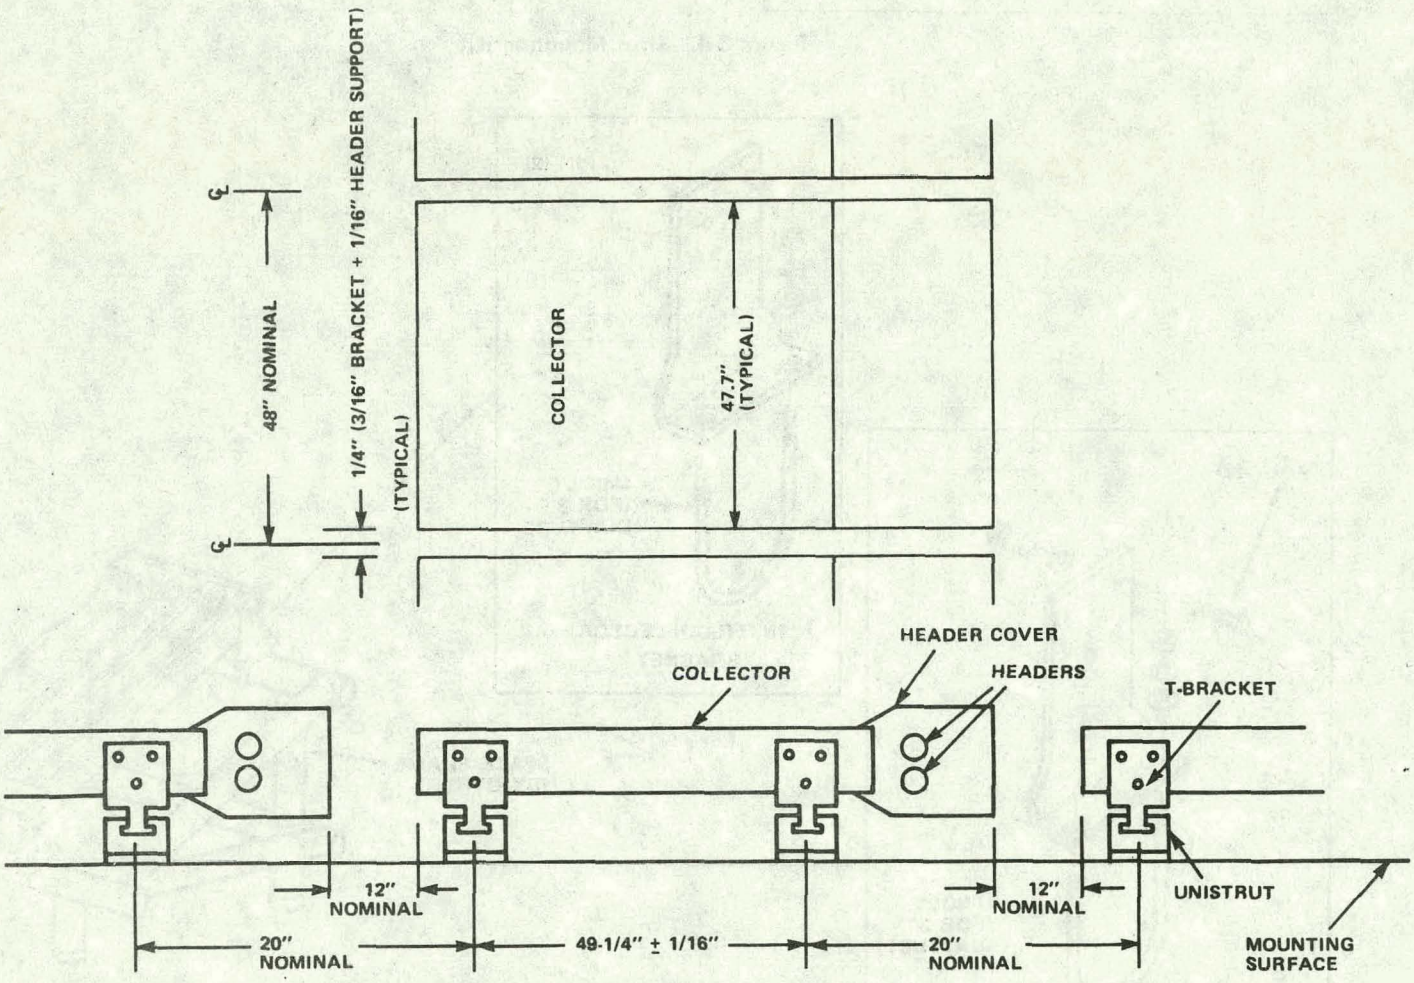
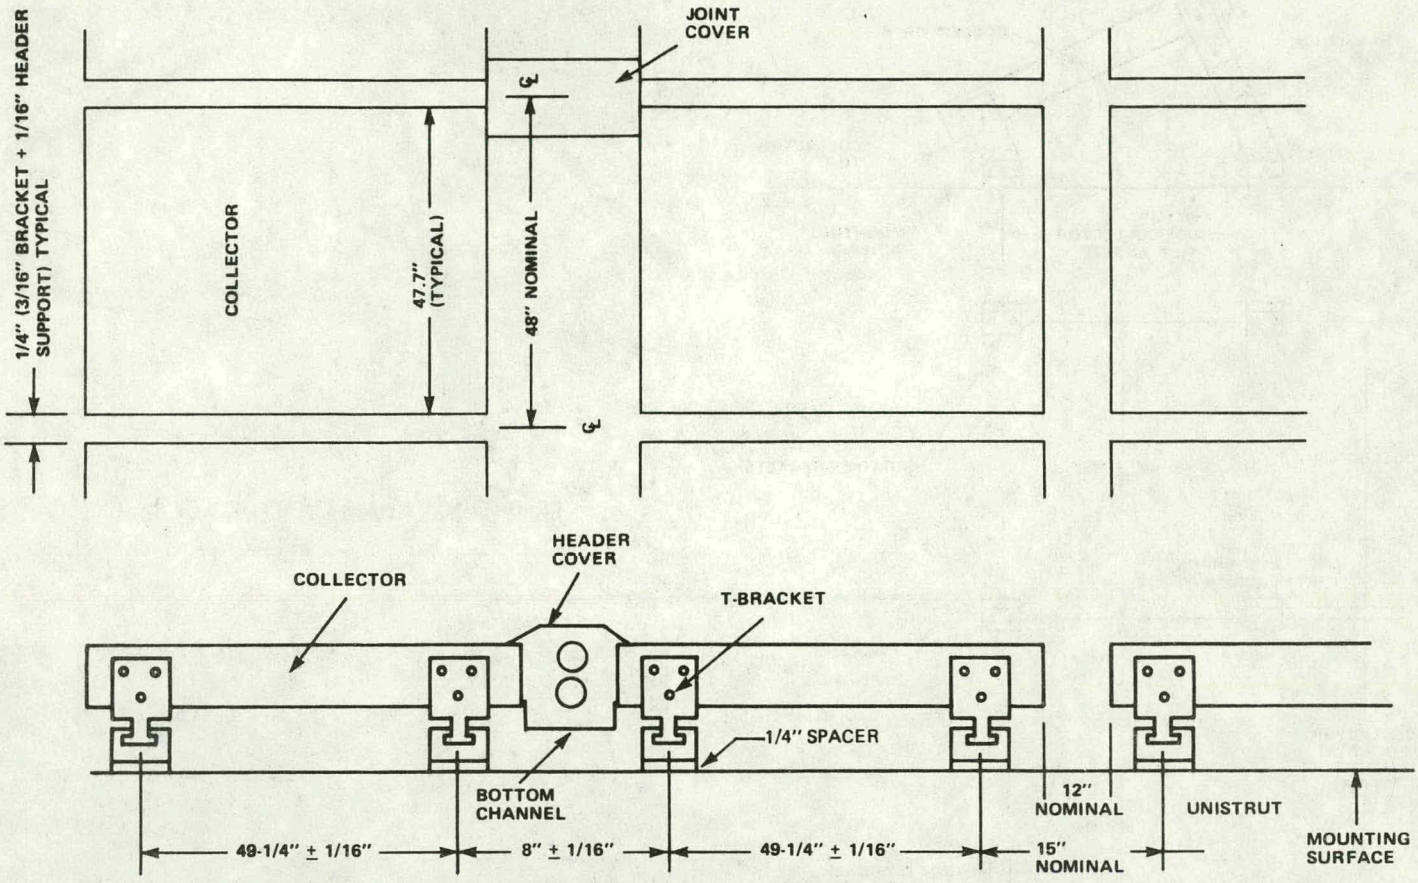
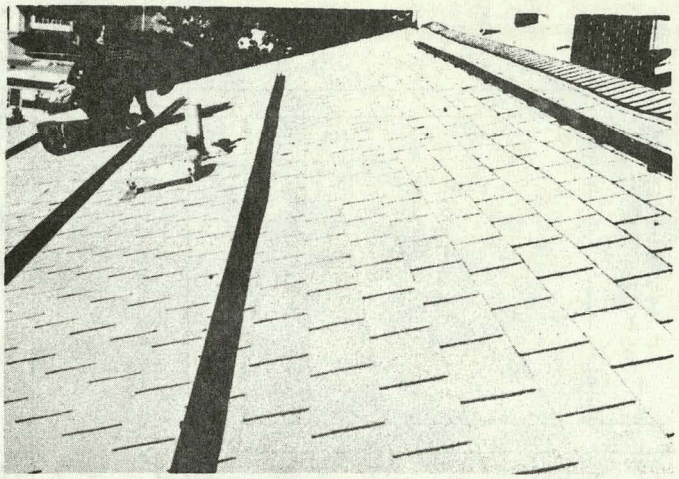
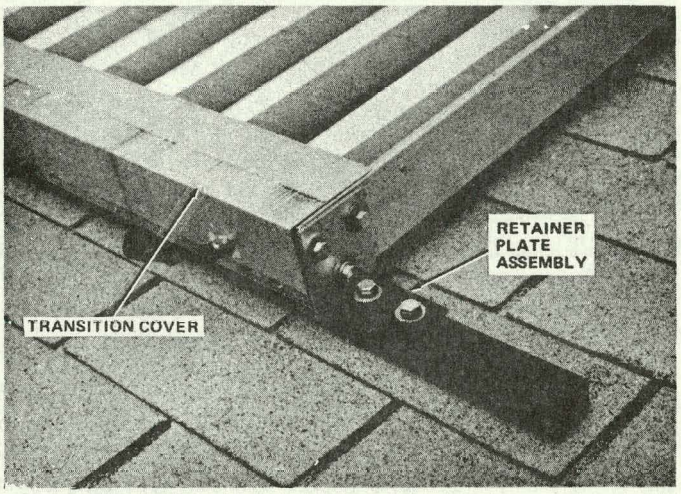

Figure 3-6. UNISTRUT Spacing (Single Mounted Collector) For Direct Mounting
Figure 3-7. UNISTRUT Spacing (Dual-Mounted Collector) For Direct Mounting
Figure 3-10. Attach UNISTRUT to Roof
Figure 3-12. Place Collector on UNISTRUT
Typical spacing for UNISTRUT installations is shown in Figure 3-6 for single-mounted collectors and Figure 3-7 for dual-mounted collectors. The distance between adjacent rows is a nominal value to allow access. For a more compact collector array, the separation may be reduced, but provisions for a sliding ladder or working platform should be implemented to facilitate installation and potential maintenance. Lateral spacing between collectors is nominally 1/4 inch to accommodate a 3/16-inch thick T-bracket and a 1/16 inch header tube support bracket. In a dual row configuration, mounting of tube support brackets are alternated between the top and bottom collectors to maintain array symmetry and proper fitting of the collector tubing to the headers.
Install UNISTRUTS with spacing shown in Figure 3-6 or 3-7 and attach to the roof, (Figure 3-10), or substructure. For roof mounting, include 1/4" neoprene-type spacer under the UNISTRUT at each attachment point. For dual mounted collectors, use P5500 series UNISTRUT or P1000 series with 1/4" spacers at the attachment points. Single- and dual-mounted collector installation instructions are described in the following sections. Use the instructions that apply to your configuration.
> *Retainer plate assemblies (plates, bolts, washers and spring-type nuts), (Figure 3-12), used at the ends of each row should be obtained from the mounting structure manufacturer, or obtained locally by the installing contractor.*
3. Slide the collector into place so that the T-brackets grip the UNISTRUTS. Finger tighten the retainer plates to the UNISTRUTS. (Figure 3-12).
3. Slide the collector into place so that the T-brackets grip the UNISTRUT. Place one internal T-bracket (pinned), (Figure 3-10), into each UNISTRUT and insert into the corresponding holes in the collector frame. Assure the position and squareness of the collector and tighten the retainer plates (Figure 3-12) to the UNISTRUT.